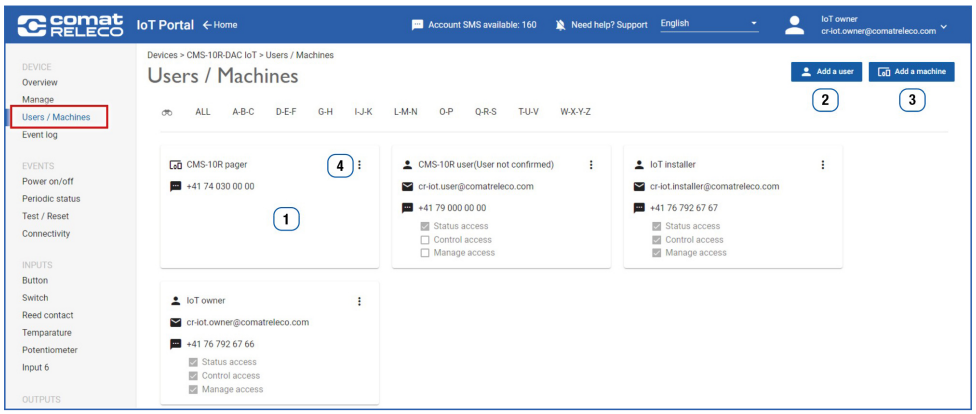

Figura 6.8: Menu Users / machines.
1. Selezionare **Add a user** (Figura 6.8, voce **2**).
1. Aprire **Edit** sulla scheda dell'utente (Figura 6.8, voce **4**).
1. Selezionare **Add a machine** (Figura 6.8, voce **3**).